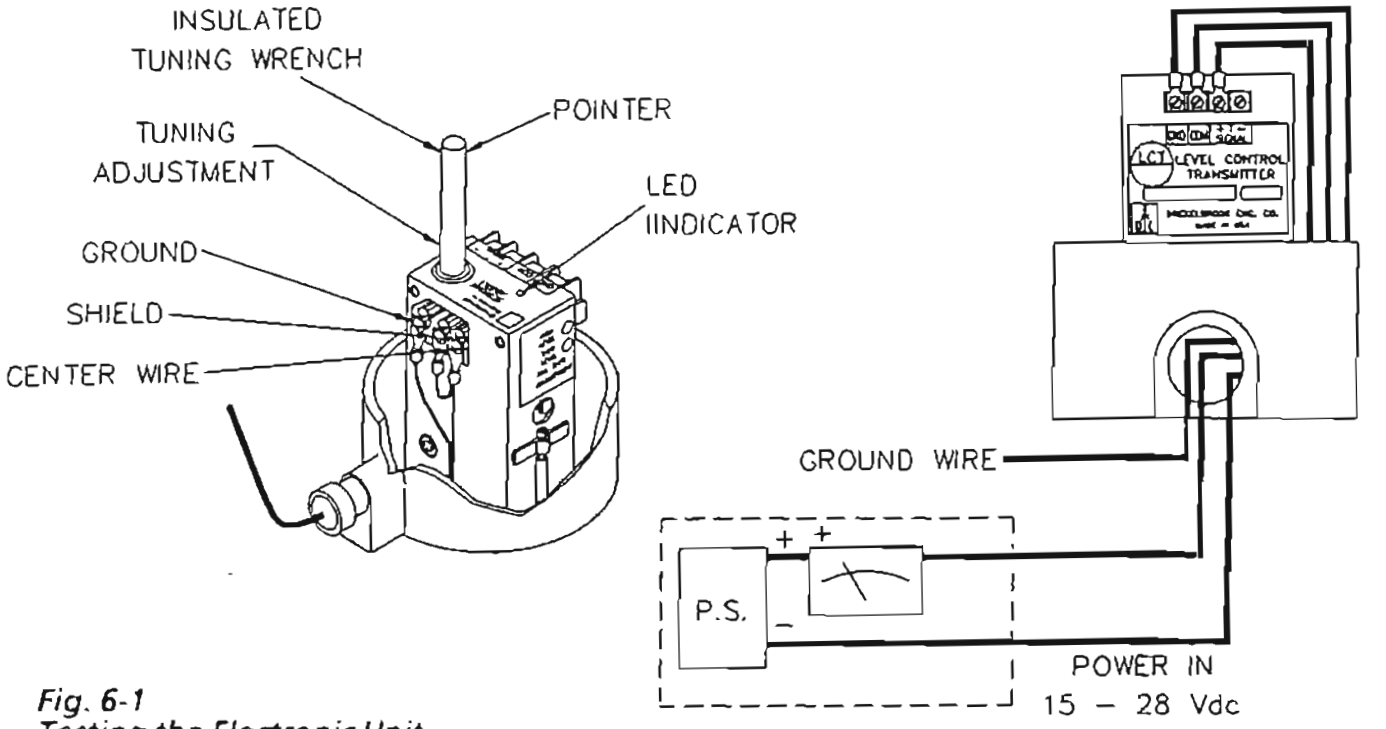

Fig. 6-1
b. Connect a 15-28 VDC power supply and meter or calibration system as shown in Figure 6-1.